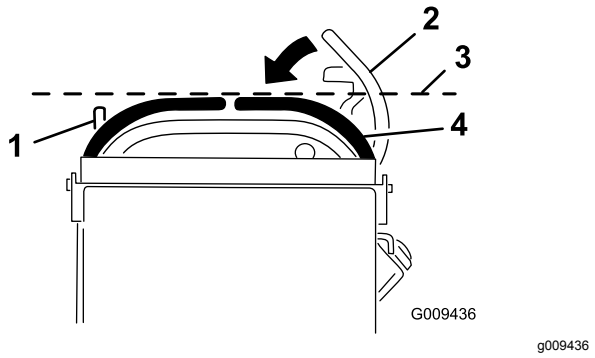

Rysunek 67
3. Przesuń prawą dźwignię sterowania w dół, z położenia NEUTRALNEGO ZABLOKOWANEGO (Rysunek 67).
4. Sprawdź, czy prawa dźwignia sterowania jest zrównana w poziomie z lewą dźwignią sterowania (Rysunek 67).